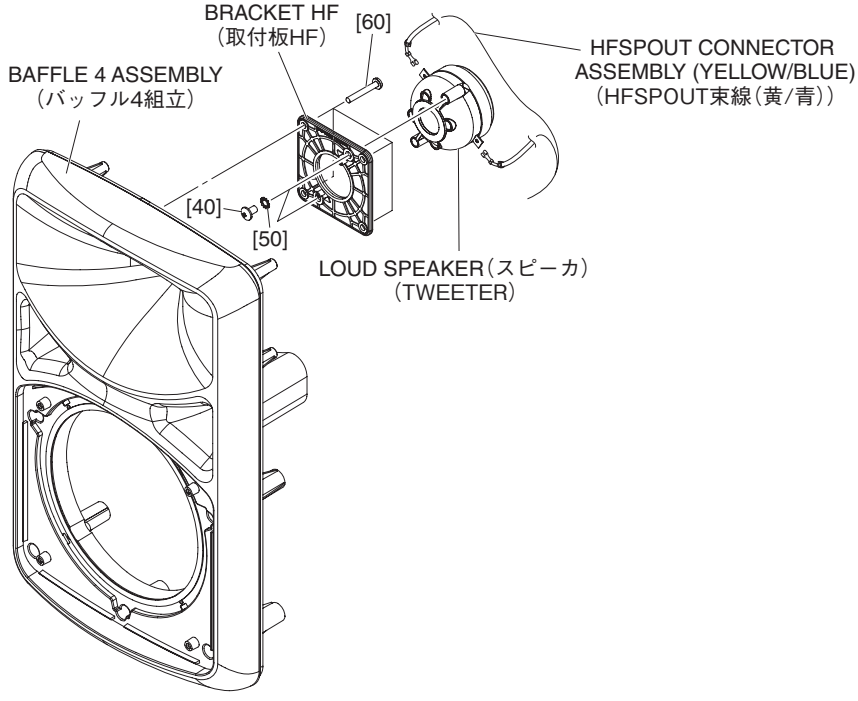
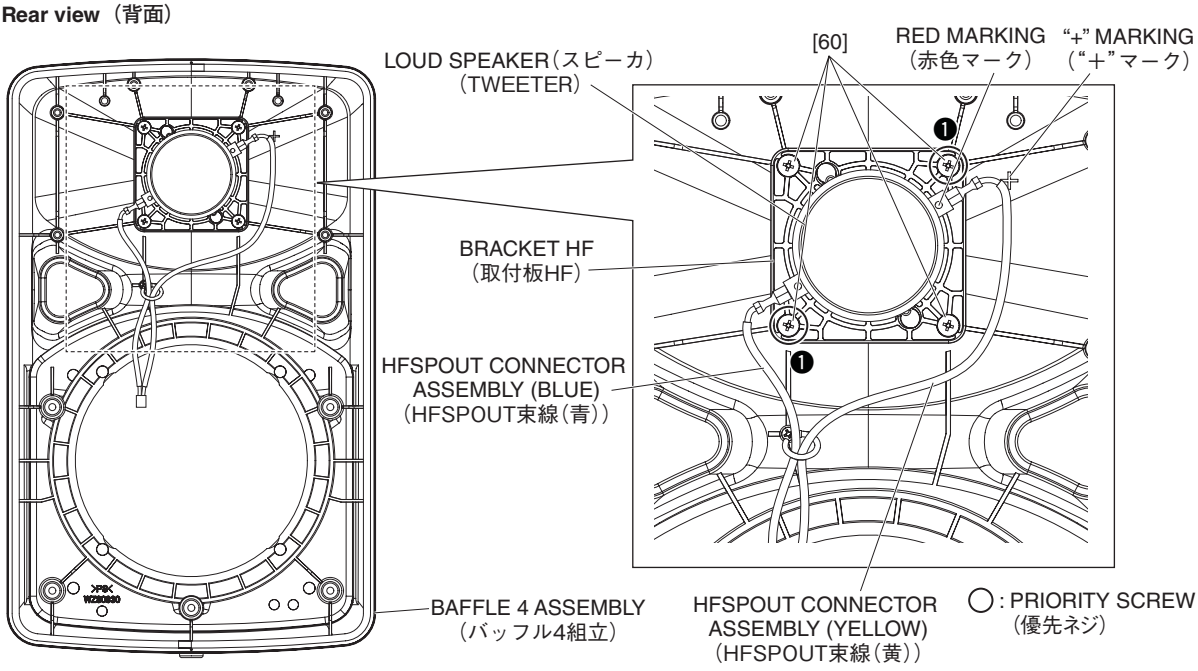

Fig. A-6（図A-6）
Fig. A-7（図A-7）
A-4-4 Remove the HFSPOUT connector assembly (yellow/blue) attached to the speaker (tweeter) terminal. (Fig. A-6, Fig. A-7)
A-4-4 スピーカ（ツイーター）端子に取り付けられている HFSPOUT 束線（黄／青）を外します。（図 A-6、図 A-7）
A-4-5 Remove the four (4) screws marked [60]. The bracket HF can then be removed together with the speaker (tweeter). (Fig. A-6, Fig. A-7)
* ***When installing the bracket HF, first match the red marking on the speaker (tweeter) to the "+" marking on the baffle 4 assembly and then tighten the two (2) priority screws. (Fig. A-7)***
A-4-6 Remove the two (2) screws marked [40] and two (2) washers o. tooth marked [50]. The speaker (tweeter) can then be removed from the bracket HF. (Fig. A-6)
A-4-5 [60] のネジ 4 本を外して、スピーカ（ツイーター）と共に取付板 HF を外します。（図 A-6、図 A-7）
※ **取付板 HF を取り付けるときは、スピーカ（ツイーター）の赤色マークをバッフル 4 組立の " ＋ " マークの方向に合わせてから、優先ネジ 2 本を先に締めてください。（図 A-7）**
A-4-6 [40] のネジ 2 本と [50] の歯付座金外歯 2 個を外して、取付板 HF からスピーカ（ツイーター）を外します。（図 A-6）